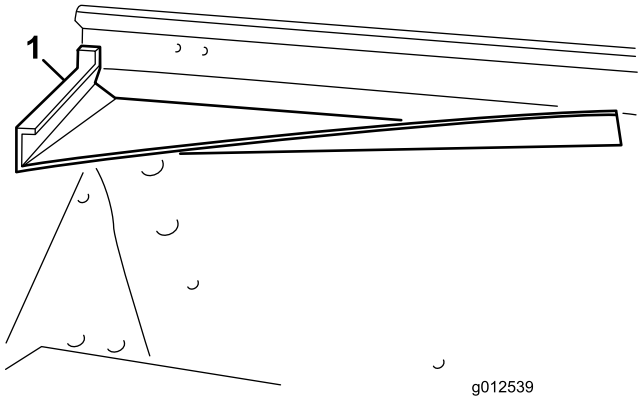
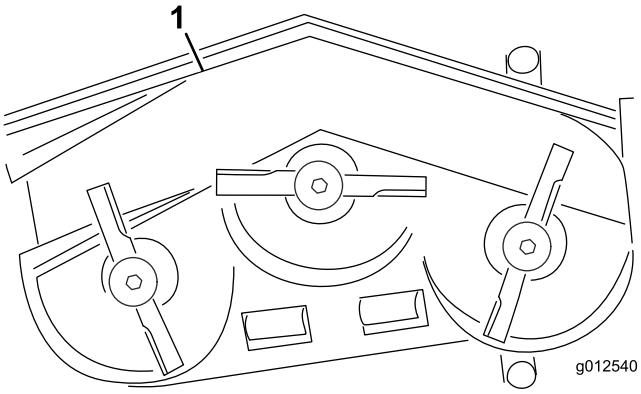
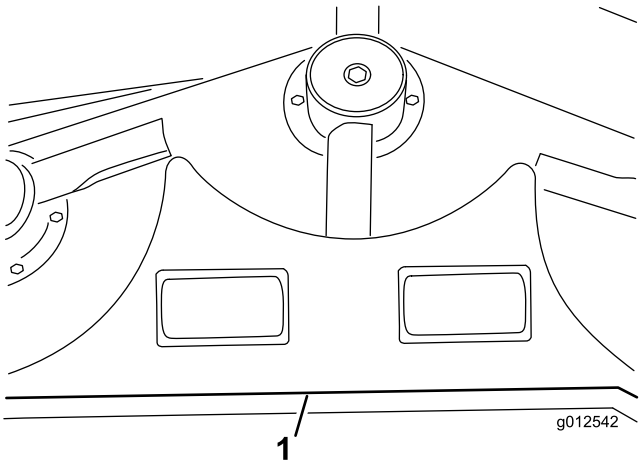
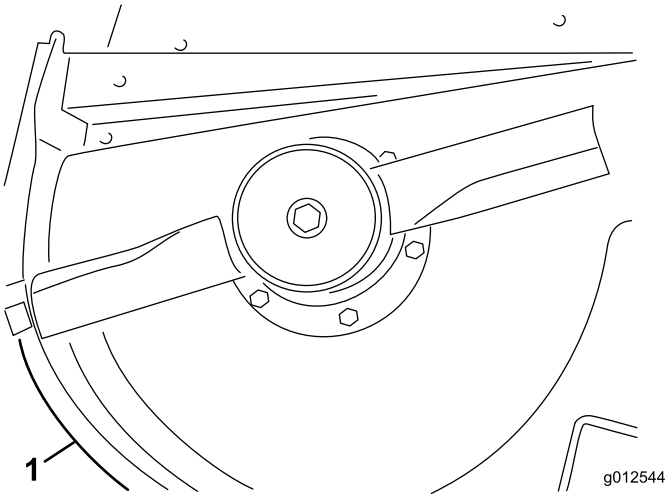

Figura 11
Figura 12
Figura 14
Figura 16
1. Inserite il deflettore anteriore nel piatto di taglio, allineando l'estremità del deflettore al bordo dell'apertura di scarico (Figura 11 e Figura 12).
8. Utilizzando i fori esistenti, montate il piano posteriore sul piatto di taglio con 4 bulloni (3/8-16 x 1 poll.) e rondelle di bloccaggio (3/8 poll.) (Figura 14).
9. Allineate il piano sinistro all'estremità sinistra del piano posteriore e il bordo del piatto di taglio (Figura 12 e Figura 14).
11. Allineate il piano destro all'estremità destra del piano posteriore e il bordo del piatto di taglio (Figura 12 e Figura 16). Utilizzando il piano sinistro come riferimento, individuate, contrassegnate e praticate tre fori del diametro di 9/32 poll. nel piatto di taglio.